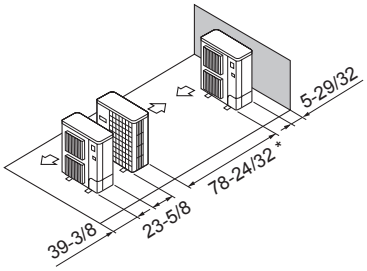

Fig. 2-15
⑤ Disposition pour un seul appareil parallèle (Fig. 2-15)